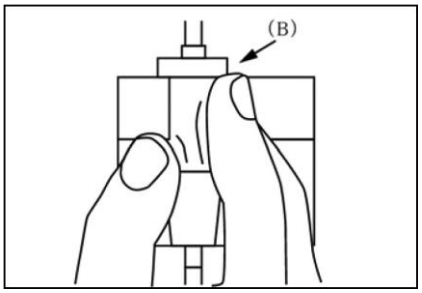

図 2
3. 点滴筒のチャンバーをしっかりと挟み込み、点滴筒のチャンバー上部ガイド(B)に挿入する(図 2)。